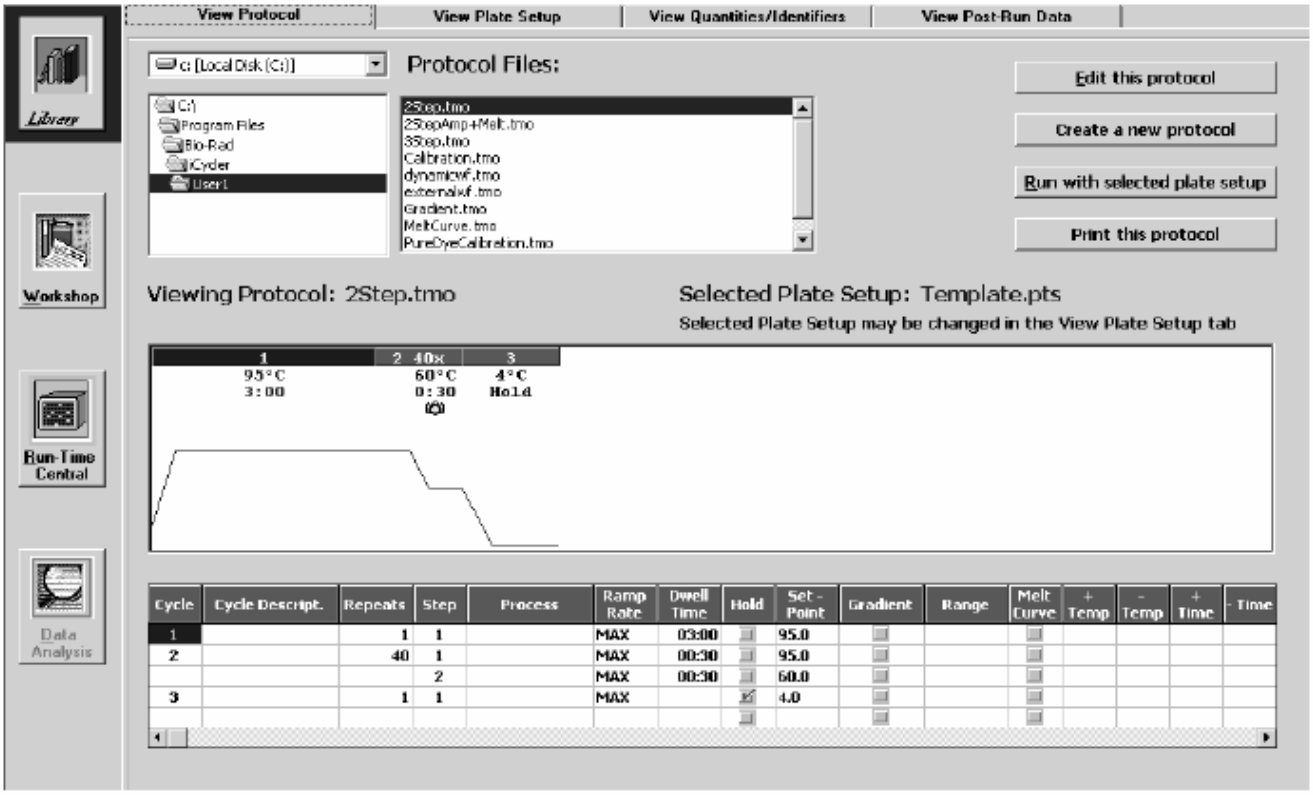

Рис.4-1. Вид окна просмотра протокола в блоке библиотеки.
- Просмотр протокола (**VIEW PROTOCOL**). Позволяет открыть сохраненные файлы протоколов. Выводится информация о температурных параметрах протокола и указывается время сбора и анализа данных (см. рис.4-1);
Окно просмотра протокола (**VIEW PROTOCOL**) блока библиотеки (**LIBRARY**) появляется в первую очередь после запуска программы iCycler (Рис.4-1). В этом окне можно работать с директорией файлов протокола. Когда имя протокола выделено в директории, в окне выводятся детали протокола.
В нижней части окна показан файл протокола, заданный в поле просмотра протокола графически и в формате рабочего листа (см. рис. 4-1). В окне графического дисплея выводится график функции зависимости температуры реакции (ось Y) от времени (ось X).
Верхняя часть окна просмотра описания планшета (**VIEW PLATE SETUP**) аналогична верхней части окна просмотра протокола (**VIEW PROTOCOL**) (сравните рис. 4-1 и 4-2).